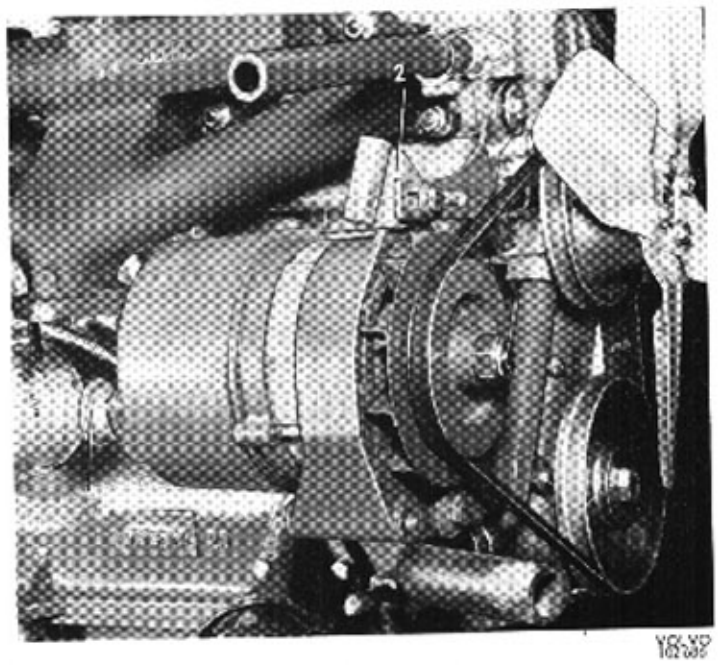

Bild 32-26. Generator
2. Lossa skruven för sträckanordningen (2 bild 32-26) och lyft av drivremmen.